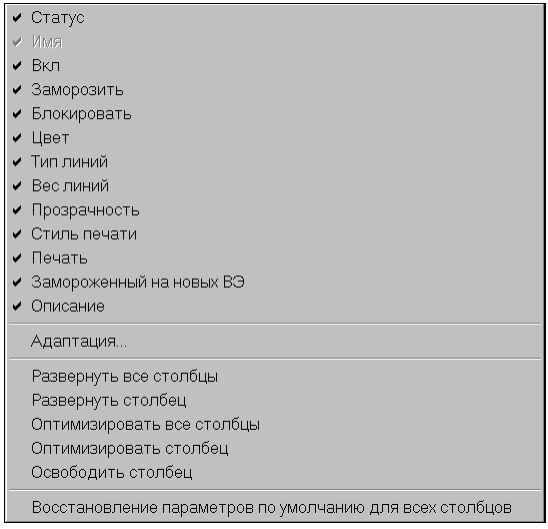

Рис. 5.18. Контекстное меню заголовков таблицы слоев
В самой табличной области находится список слоев чертежа и их характеристик (свойств). Каждый слой имеет характеристики, которые выводятся в виде заголовков столбцов. Если наименования столбцов не видны полностью, можно, устанавливая курсор на разделитель между столбцами, двигать его влево или вправо до такого положения, при котором нужные наименования читались бы хорошо. Другой способ — щелкнуть правой кнопкой мыши на строке заголовков столбцов, после чего откроется контекстное меню (рис. 5.18).
- **Пояснение** (Description) — текстовый комментарий к слою или группе (в меню на рис. 5.18 этот пункт русской версии назван **Описание**).